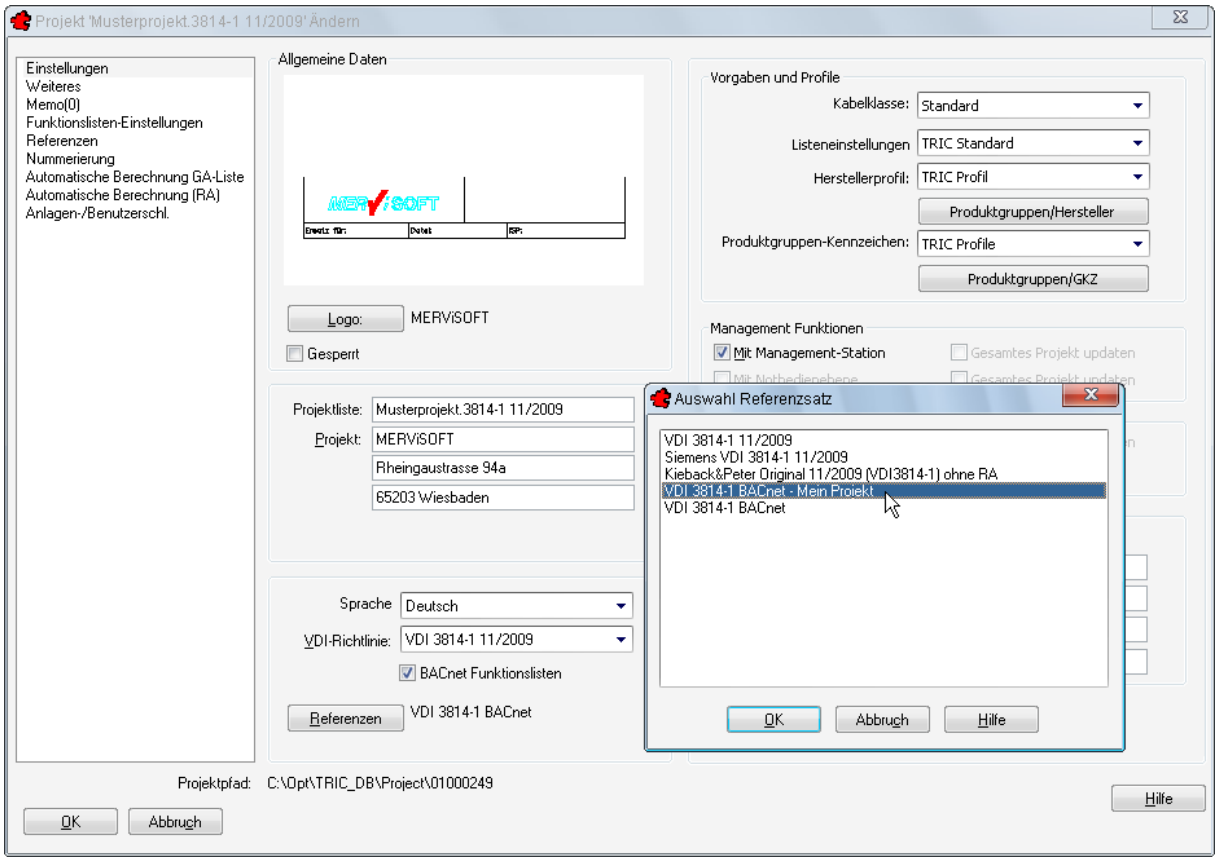

Bild 31.19 – Das Projekt wird mit dem neuen Referenzstandard verknüpft
- Rufen Sie die *Projektverwaltung* auf und wechseln Sie in die Rubrik *Einstellungen* (Abb. 31.19).